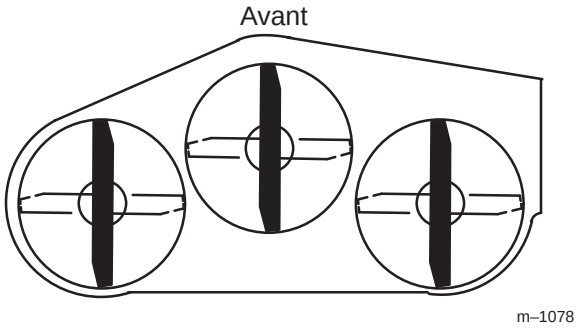

Figure 30
1. Tournez les lames pour qu'elles soient toutes dirigées dans le sens longitudinal (Fig. 30). Mesurez la distance entre la surface plane et le tranchant des lames (Fig. 31) et notez cette valeur.